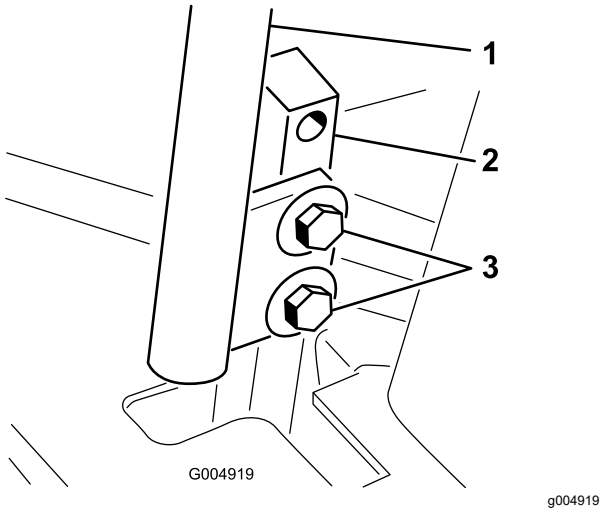

Figuur 93
3. Draai de bouten los waarmee de rijhendels zijn vastgezet (Figuur 93).